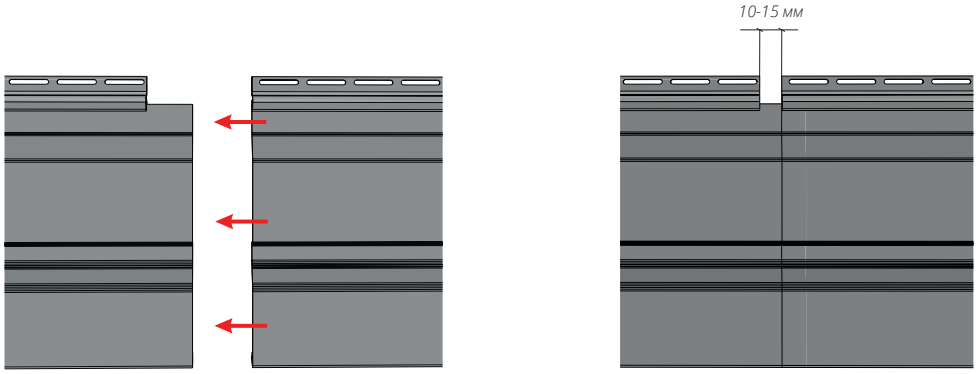

Рисунок 85
19.6 Сайдинг возможно соединять внахлест (рис. 85), но при таком соединении будет заметен стык панелей, в процессе эксплуатации возможно будет виден зазор между панелями. Чтобы исключить неэстетичное соединение, необходимо использовать Н- профиль. **Производитель НЕ РЕКОМЕНДУЕТ осуществлять монтаж внахлест.**